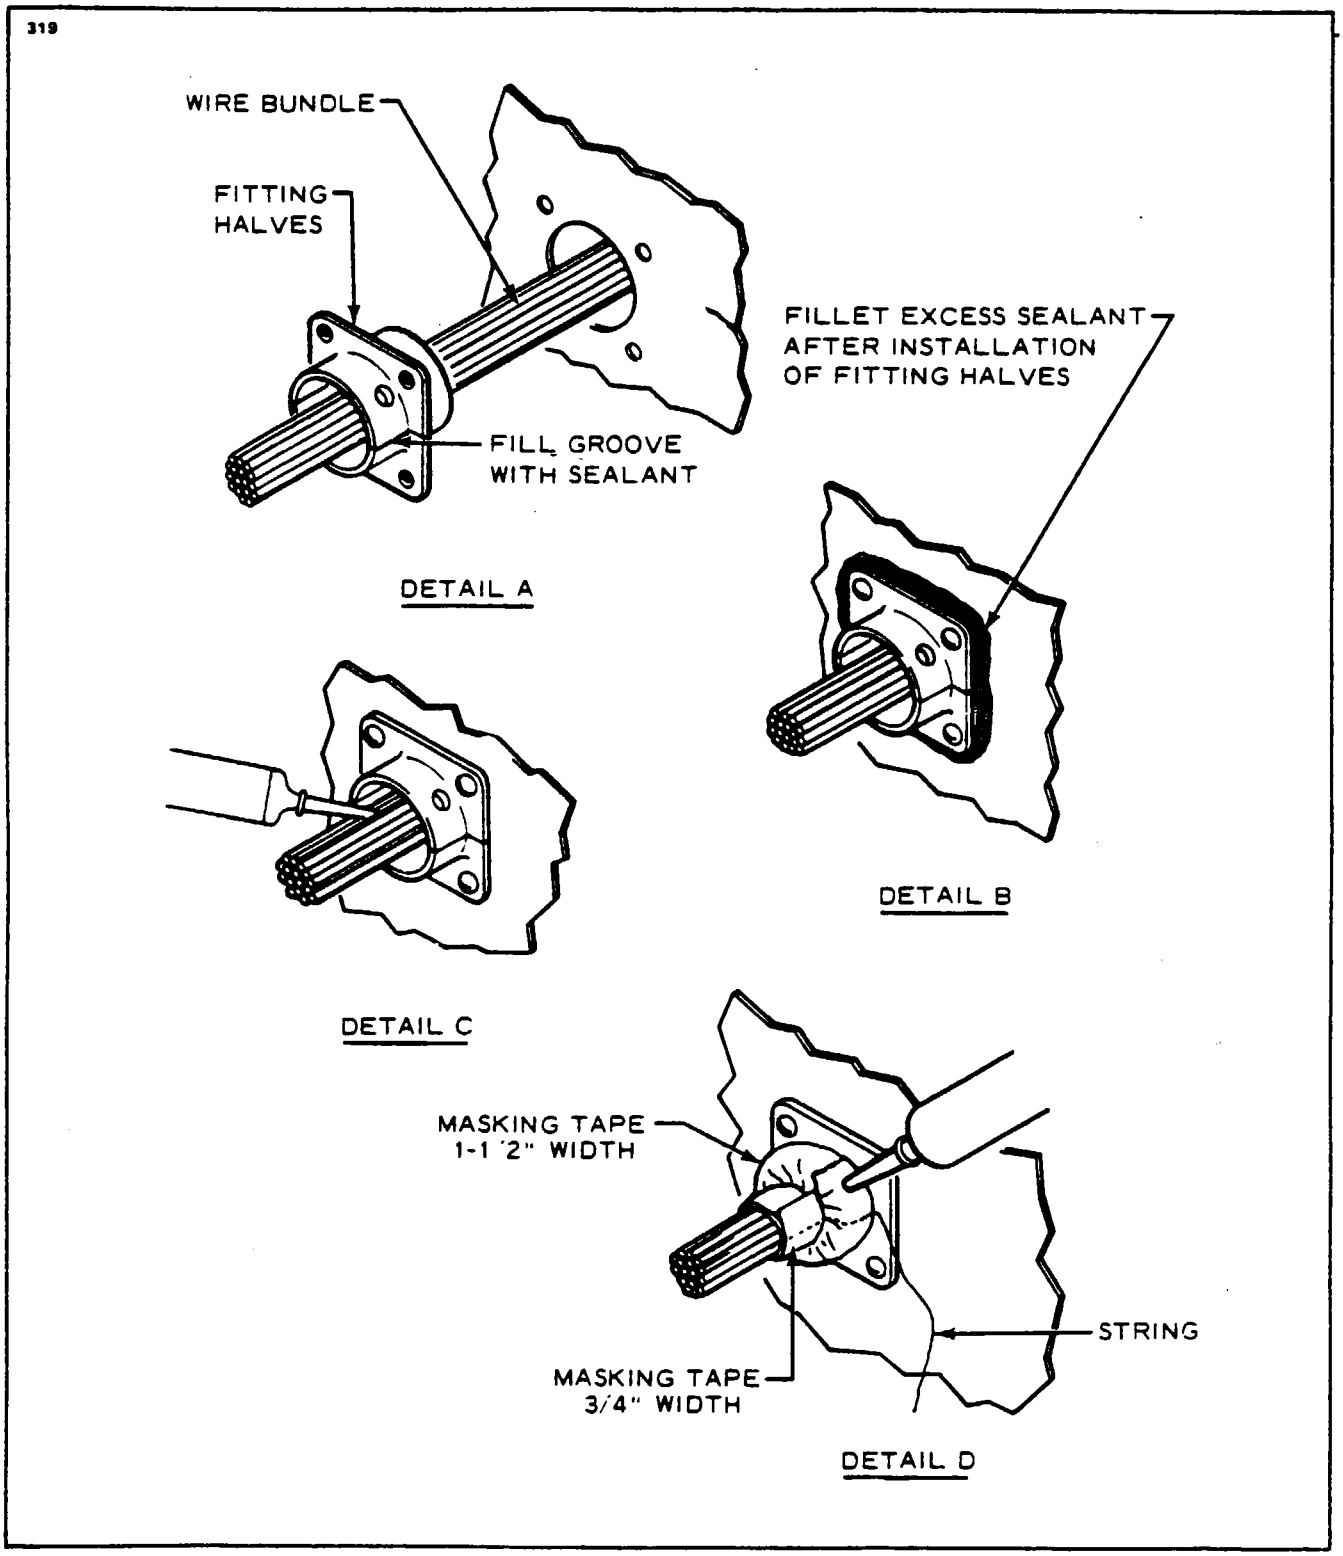

Figure 4-26. Wire Harness Seals
4-112. SEALING ELECTRICAL HARNESS. (Refer to Figure 4-26.) These steps are for the main fuselage and wing harness only. The wire harnesses are sealed at the point where they pass through the pressure bulkhead.
d. Fill the groove in the mounting flange of the fitting halves with sealant. (Refer to detail "A" of Figure 4-26.)
f. Fillet seal the extruded sealant around the sides of the mounting flange as shown in detail "B" of Figure 4-26.
g. Put the nozzle of the sealant gun in the center of the wire harness and work sealant throughout the wires inside the seal fitting as shown in detail "C" of Figure 4-26.
h. Place a strong piece of string against the seal assembly, parallel with the wires. (Refer to detail "D" of Figure 4-26.)
i. Wrap the fitting halves with three turns of 1.50 inch wide masking tape. (Refer to detail "D" of Figure 4-26.)
k. Wrap the crimped end with three turns of .750 inch masking tape. (Refer to detail "D" of Figure 4-26.)